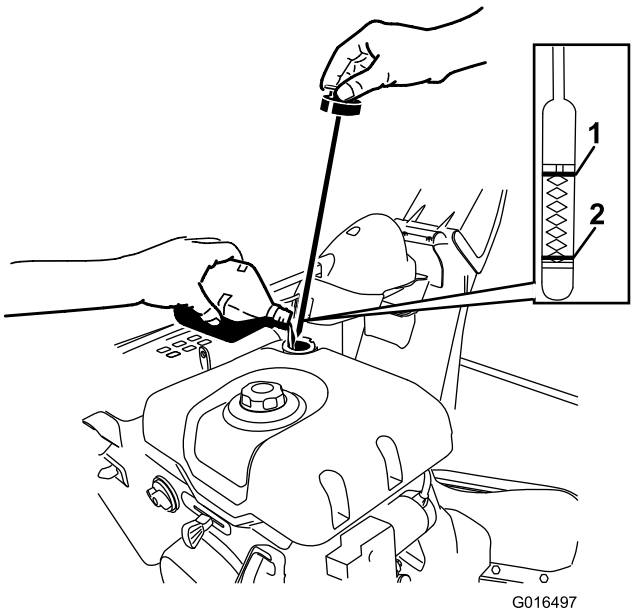

Figur 19
1. Fjern målepinden ved at dreje dækslet mod uret, og hæld **langsomt** olie i oliepåfyldningsrøret, indtil oliestanden når op til mærket Full (fuld) på målepinden. **Fyld ikke for meget på.** (Figur 19).